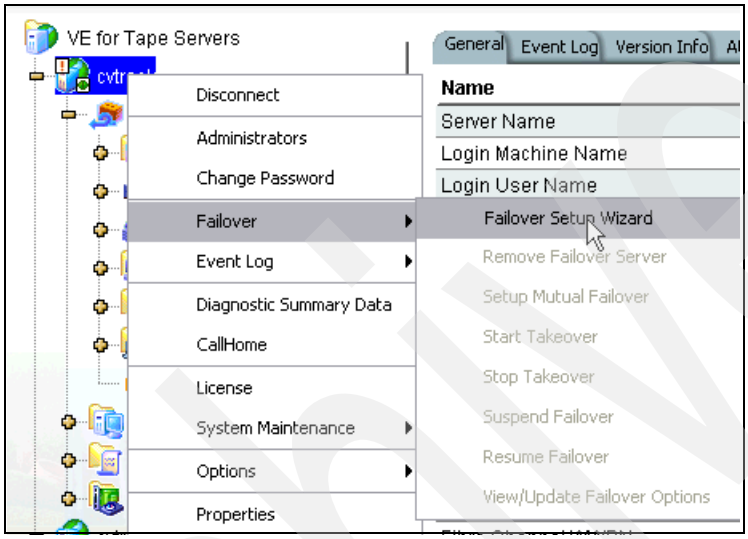

Figure 4-63 Starting the Failover Setup Wizard
1. Right-click one of the **TS7510** icons in the VE Console and select **Failover** → **Failover Setup Wizard** as shown in Figure 4-63.